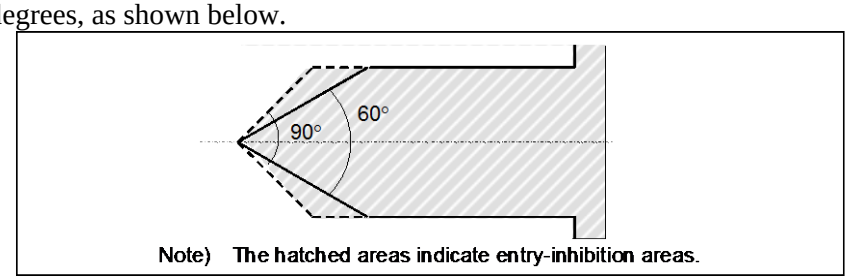

Fig. 2.1.9 (g)
Setting of direction of entry-inhibition area for a chuck and of entry-inhibition area for a tail stock is decided by a big and small relation between parameter No.1336 (CZ) and parameter No.1348 (TZ). When set to CZ<TZ, the direction of the chuck and of the tail stock becomes direction shown in Fig. 2.1.9 (h). When set to CZ>TZ, the direction of the chuck and of the tail stock becomes direction shown in Fig. 2.1.9 (i).